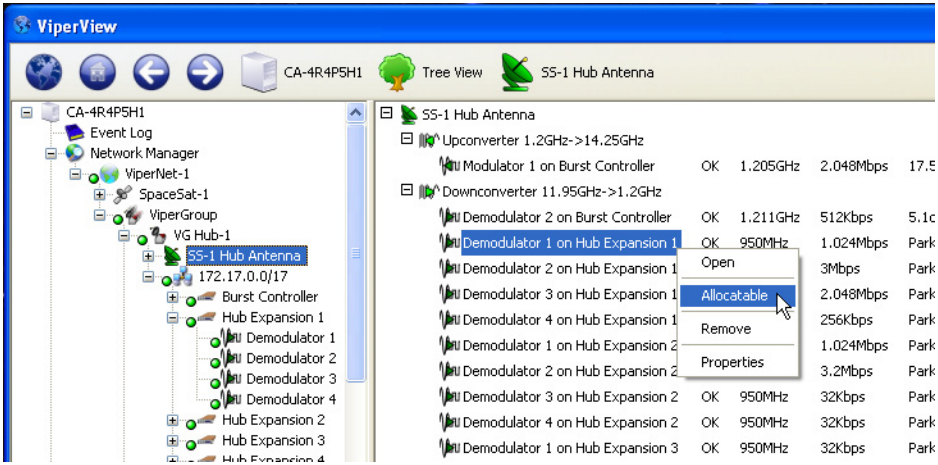

Figure 3-55 Allocatable Flag, Expansion Demod
2. In the right window panel, right-click on each allocatable modulator/demodulator and select **Allocatable** from the drop-down menu, as shown in figure 3-55.